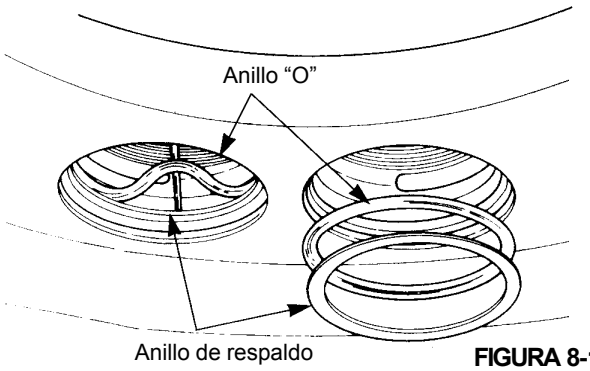

FIGURA 8-18
10. Retire y bote el anillo “O” y los anillos de respaldo (Figura 8-18).